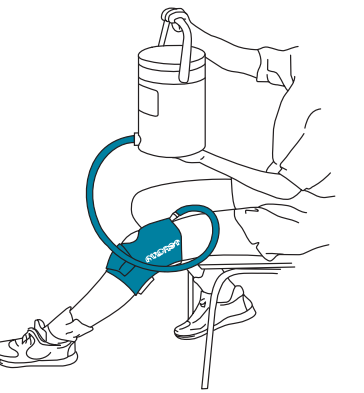

Abbildung 3
3. Cryo/Cuff-Manschette mit Wasser und Druckluft füllen (Abb. 3) 17
3. Cryo/Cuff-Manschette mit Wasser und Druckluft füllen (Abb. 3)